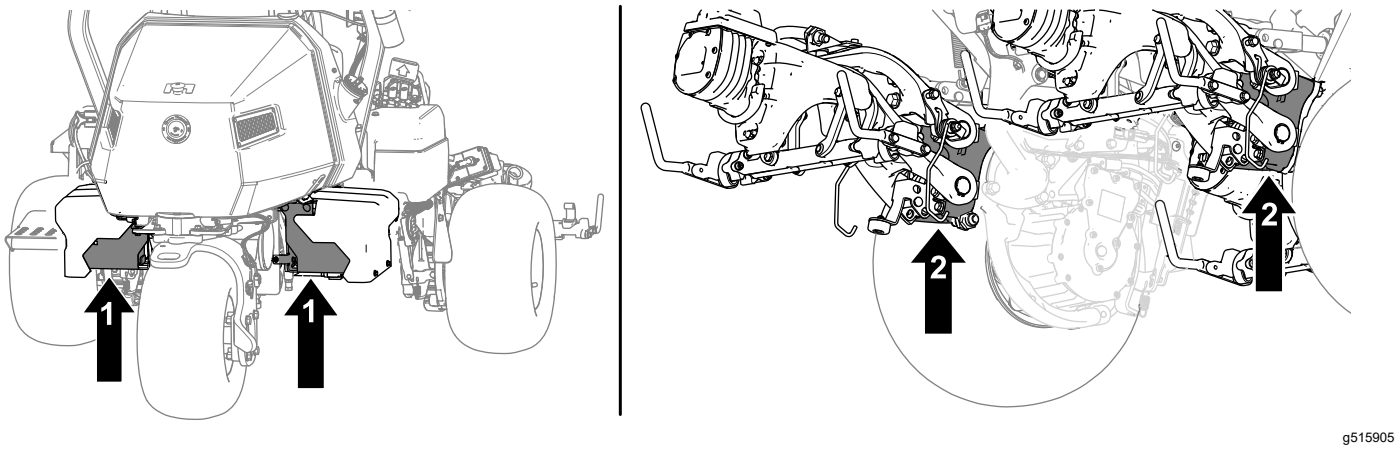

Figur 41
2. När du har höjt maskinen ska du använda en lämplig pallbock under följande delar för att stötta upp maskinen (Figur 41):